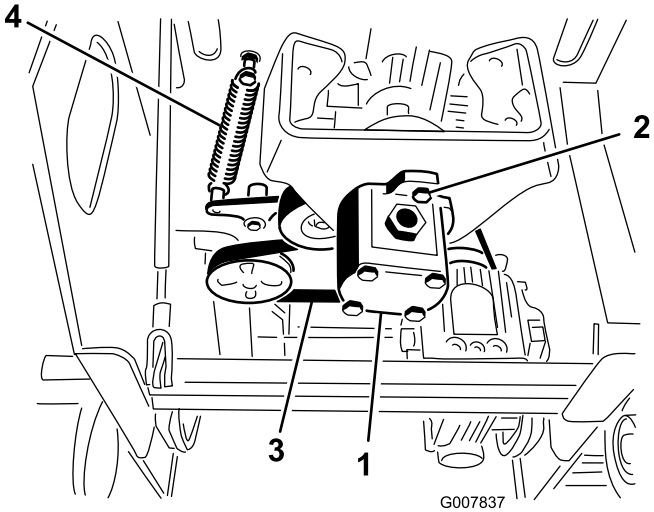

Bild 52
5. Lösen Sie die zwei Pumpenschrauben (Bild 52).
6. Drehen Sie die Pumpe nach links und lassen Sie sie nach unten, von der Riemenscheibe weg, ab (Bild 52). Stellen Sie sicher, dass sich die Spinnenkupplung mit der Pumpe absenkt.
7. Ziehen Sie das Ende der Spannscheibe mit einem Federzieher (vom offiziellen Vertragshändler erhältlich) oder einem starren Metallhaken von der Federschraube, um die Riemenspannung zu lösen (Bild 52).